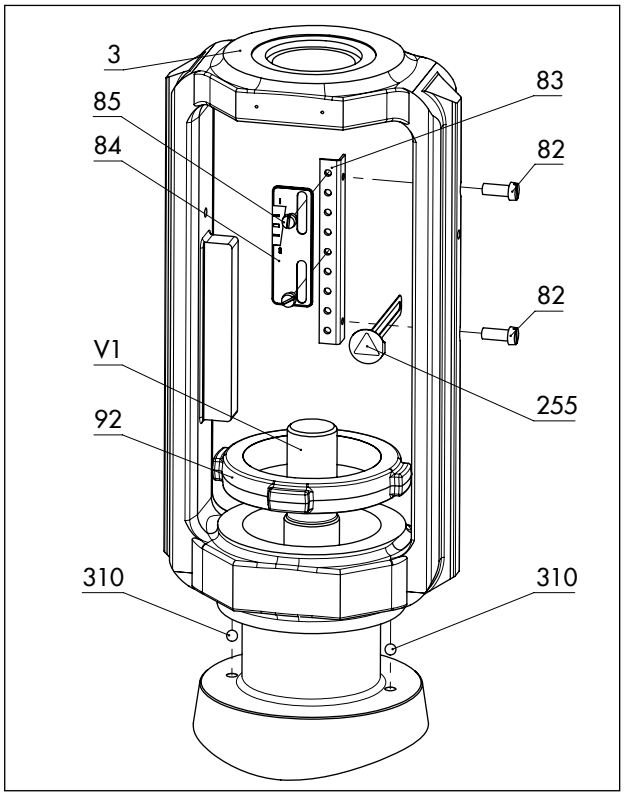
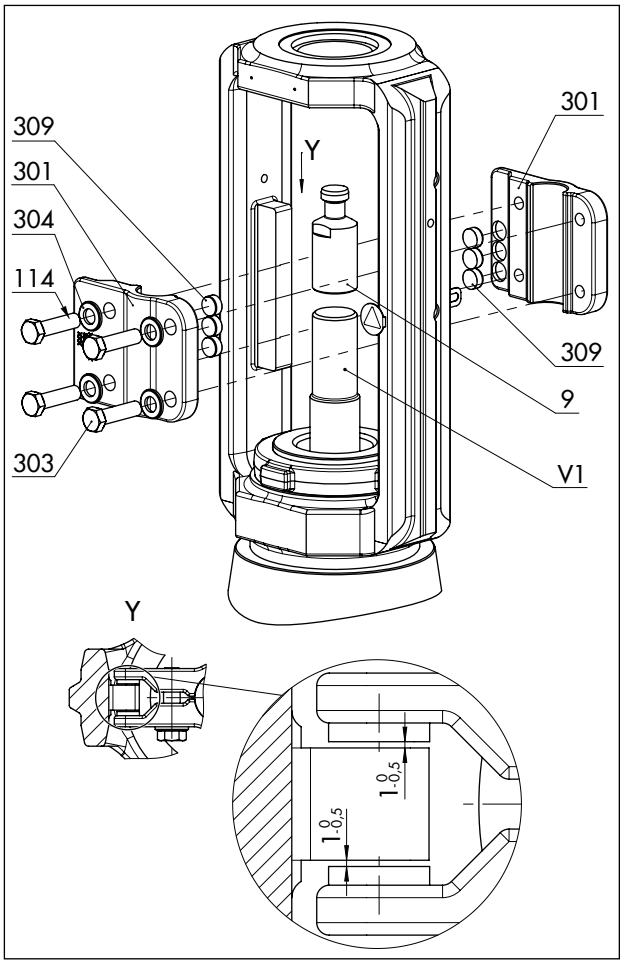

**Fig. 20:** *Visão geral do conjunto da arcada com escala indicadora de curso na versão standard*
**Fig. 21:** *Visão geral do conjunto da fixação antirrotação na versão standard*
Consulte a Fig. 20 e a Fig. 21
- Existe uma folga nominal de 0,5 a 1 mm entre as anilhas deslizantes e a sua superfície de contacto na arcada de cada lado (consulte a vista Y detalhada na Fig. 21).